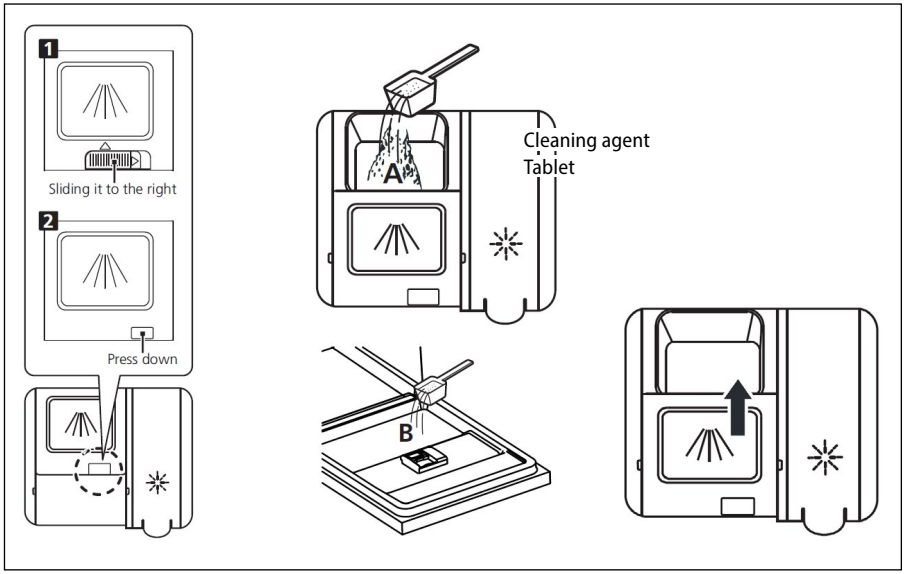

Fig.6 Fig.7 Fig.8
- Method 2: Open the lid by pushing the release latch. (Fig. 6).
- To adjust the height of the upper rack, overturn the handles on the sides of the rack (see Fig. 6).